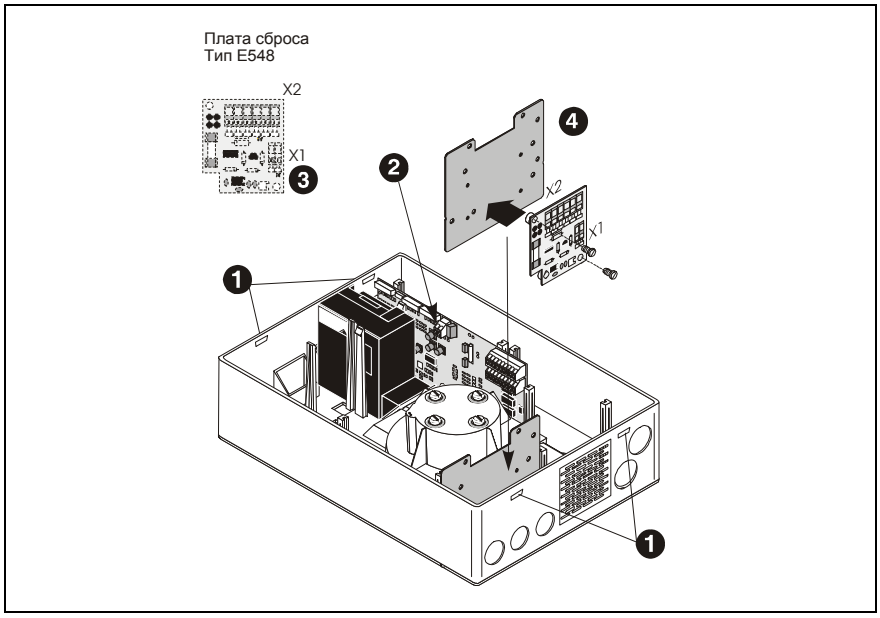

Рис. 5.6: Установка платы сброса в TITANUS *PRO · SENS*®
5. Установите монтажную панель с платой сброса в место, показанное на Рис. 5.6.
Из-за высоты, плату сброса можно монтировать только в место, указанное на Рис. 5.6.